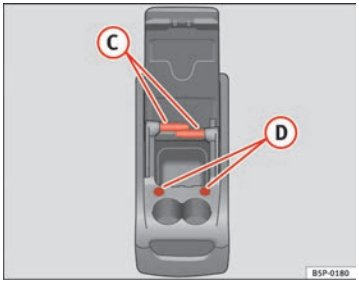

Fig. 116 Mobile storage compartment. Functions ▶
To use the table (C) ⇒ page 151, fig. 116, it must be removed from its compartment in the side of the mobile storage compartment and fitted into slot (D) ⇒ page 151, fig. 116 on the front section of the mobile storage compartment.